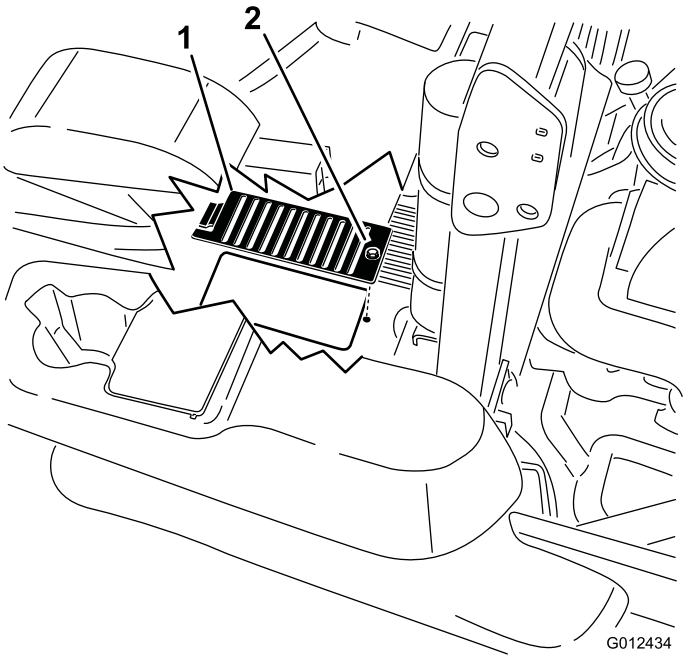

Figur 70
6. Fjern dækslet og bolten på dækslet over hver målepind. Rengør omkring hver målepind og hydraulikenhed (Figur 70).